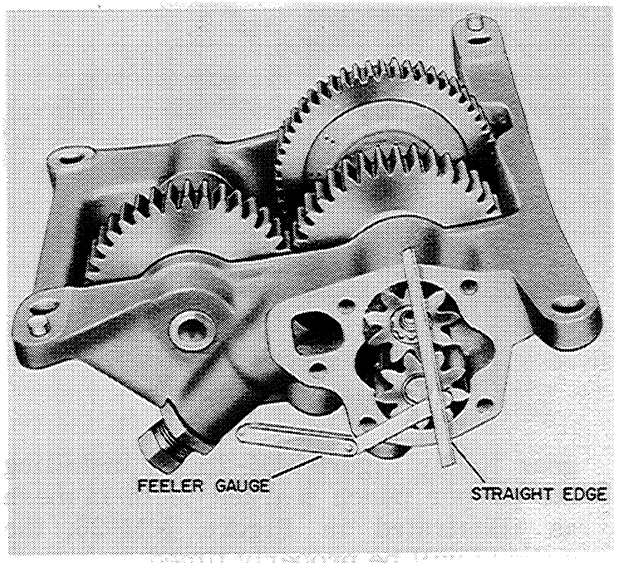

Figure MM-31
9. Lubricate the oil pump gears and shafts and install the gears in the pump housing. The splined gear must slide freely on the shaft. Lay a straight edge across the oil pump housing and check the clearance between the housing and the gears. The side clearance must be between .001" to .005" Figure MM-31.